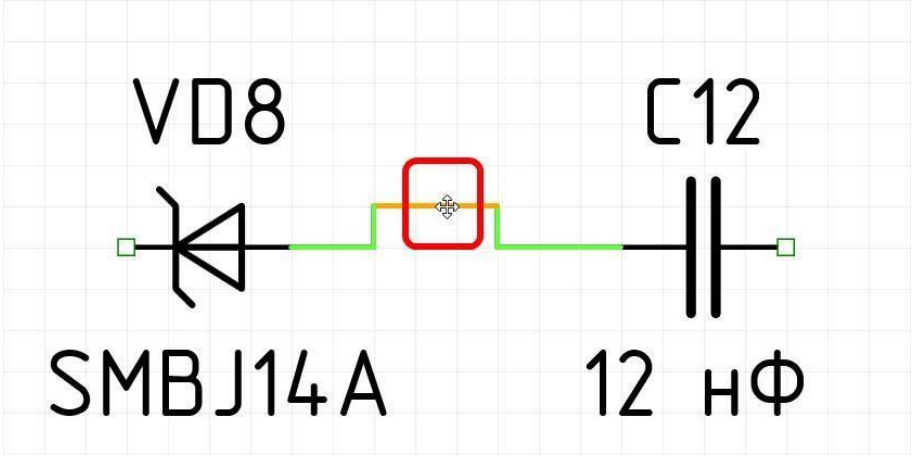

Рис. 453. Сегмент проводника готов к перемещению
4. После того, как сегмент выбран, а курсор изменил свой вид, см. Рис. 453. Нажмите левую кнопку мыши, и, удерживая ее, переместите сегмент.